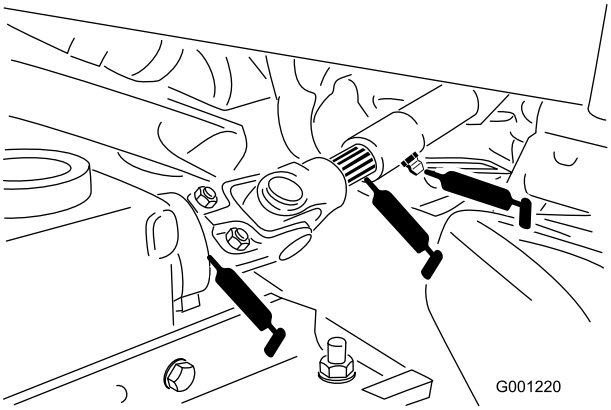

Figur 37
- Kraftuttakets universalaksel (Figur 37)